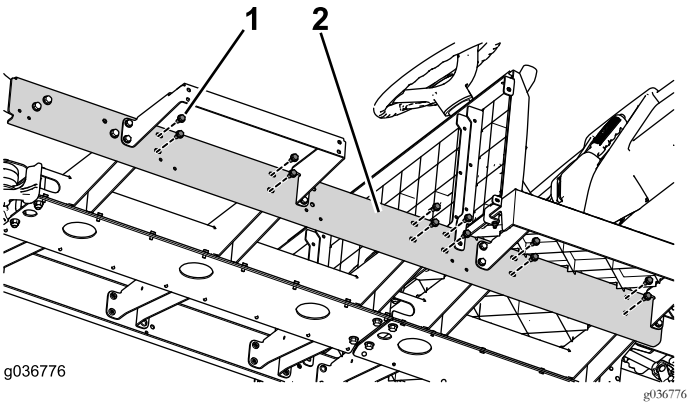

Figur 79
3. Montera de återstående kanaldelarna (Figur 79).